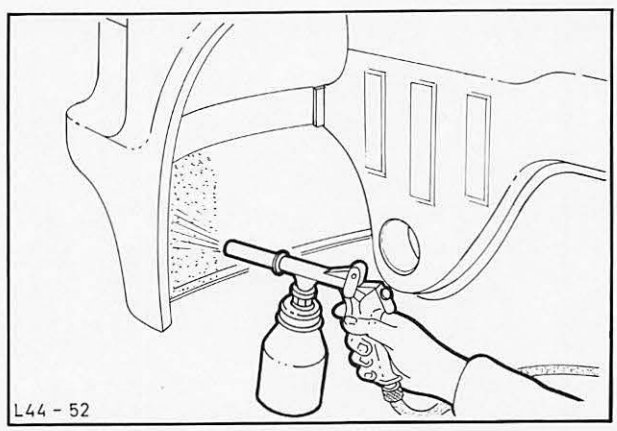

Abb. 47 Unterbodenschutz an den betroffenen Stellen spritzen
15. Verbindungsnähte zwischen Kotflügel und Kühlergitterblech/Schürze mit einem geeigneten Fugendichtmittel gut abdichten. Anschließend Unterbodenschutz von der Rückseite her an den betroffenen Stellen spritzen, Abb. 47.